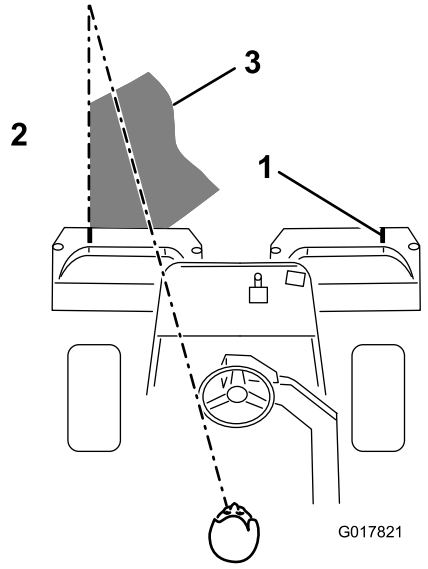

Figur 38
3. Sørg for at overlappe minimalt med den forudgående klipning ved tilbagekørsler. Skab en imaginær, lige sigtelinje på ca. 1,8-3 m foran maskinen til kanten af den uklippede del af greenen (Figur 38), som hjælp til at bevare en lige linje på tværs af greenen og for at holde maskinen i en tilsvarende afstand fra kanten af den foregående klipning. Der er nogle, der finder det nyttigt at medtage rattets ydre kant som en del af sigtelinjen, dvs. holde rattets kant på linje med et punkt, der altid holdes i samme afstand fra maskines forende (Figur 38).